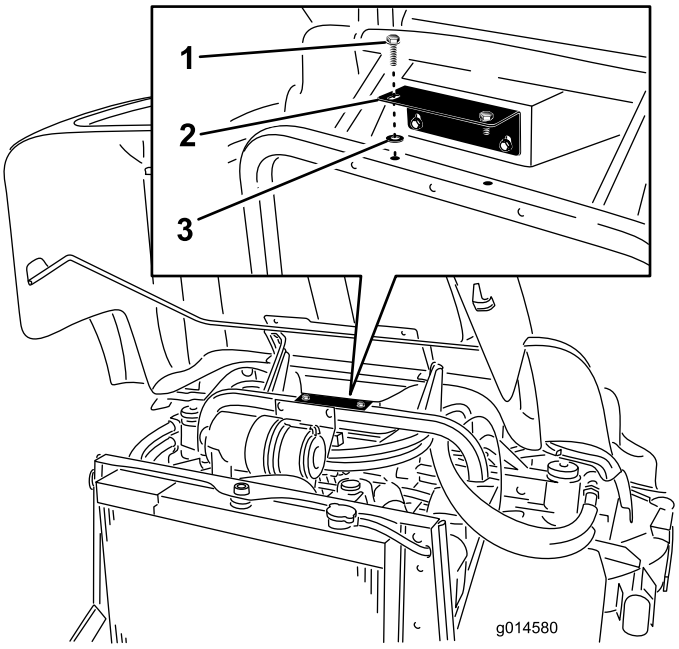

Figura 1
3. Retire los 2 tornillos con arandela prensada que sujetan el soporte del compartimento de almacenamiento al bastidor (Figura 1).